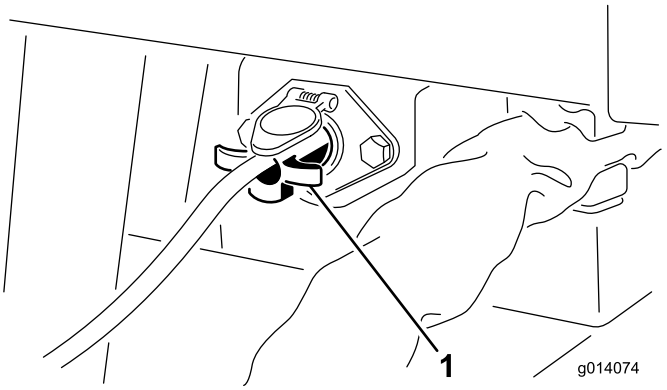

**Rysunek 9**
4. W przypadku modeli SH podłącz kasetę sterowniczą włączania/wyłączania (z czterema bolcami) do gniazda w przednim lewym rogu maszyny (Rysunek 9).